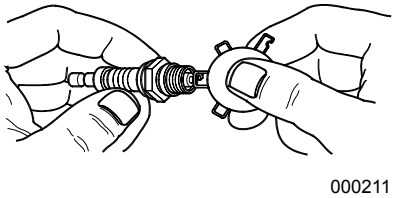

Figure 4-5. Spark Plug
4. Inspect electrode gap with wire feeler gauge and reset spark plug gap to 0.6 - 0.7mm (0.024 - 0.028 in). See *Figure 4-5*.